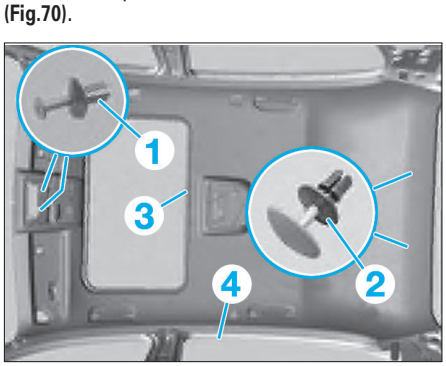
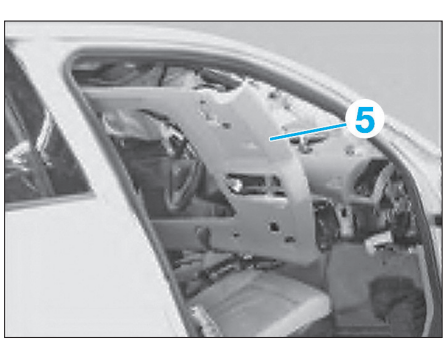

Fig. 71
Fig. 72
• Déposer les rivets expansibles (1) et (2) **(Fig.71)**.
• Tirer le protège arrête (3), puis le protège arrête (4) sur la périphérie de la garniture de pavillon.
• A l'aide d'une deuxième personne, extraire avec précaution et sans la plier, la garniture de pavillon (5) **(Fig.72)**.